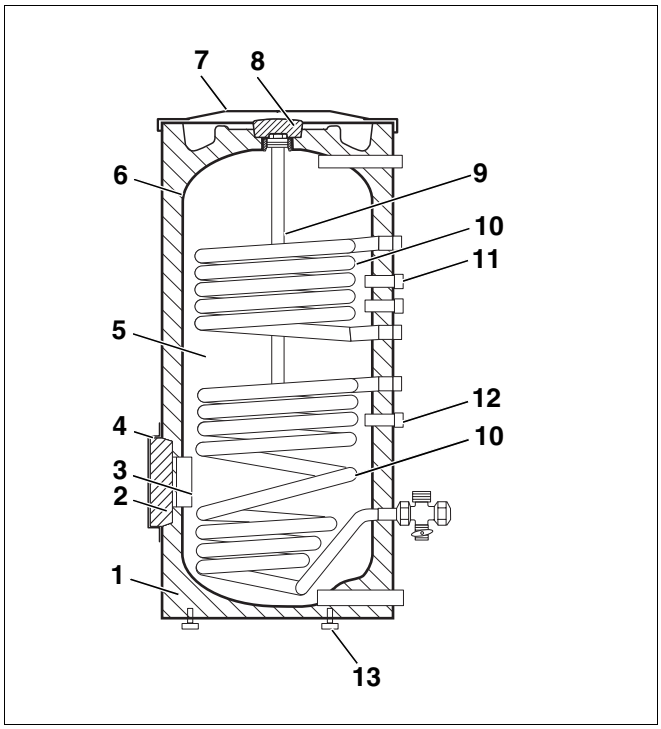

Rys. 1 Zasobnikowy podgrzewacz c.w.u. SM300/1
– Zbiornik podgrzewacza (rys. 1, **poz. 5**) z ochroną antykorozyjną.
Katodowe zabezpieczenie przed korozją składa się z higienicznej, termicznej powłoki glazurowanej Buderus DUOCLEAN MKT (rys. 1, **poz. 6**) oraz anody magnezowej (rys. 1, **poz. 9**).
– Izolacja cieplna (rys. 1, **poz. 1**)
Izolacja cieplna ze sztywnej pianki poliuretanowej bez FCKW (freonu) jest naniesiona bezpośrednio na zbiornik podgrzewacza. Dwa elementy izolacji cieplnej (rys. 1, **poz. 2** i **poz. 8**) z pianki minimalizują straty ciepła przez otwory wyczystkowe i anodę magnezową.
– 2 wymienniki ciepła z rurą gładką (rys. 1, **poz. 10**).
– Tuleja zanurzeniowa do wbudowania czujnika temperatury ciepłej wody (rys. 1, **poz. 11**).
– Tuleja zanurzeniowa do wbudowania czujnika temperatury podgrzewacza (rys. 1, **poz. 12**).
– Otwór wyczystkowy (rys. 1, **poz. 3**)
– Pokrywa podgrzewacza (rys. 1, **poz. 7**).